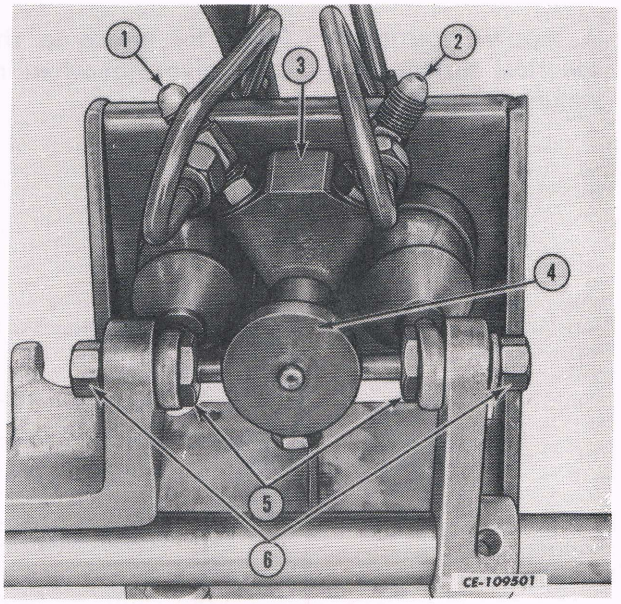
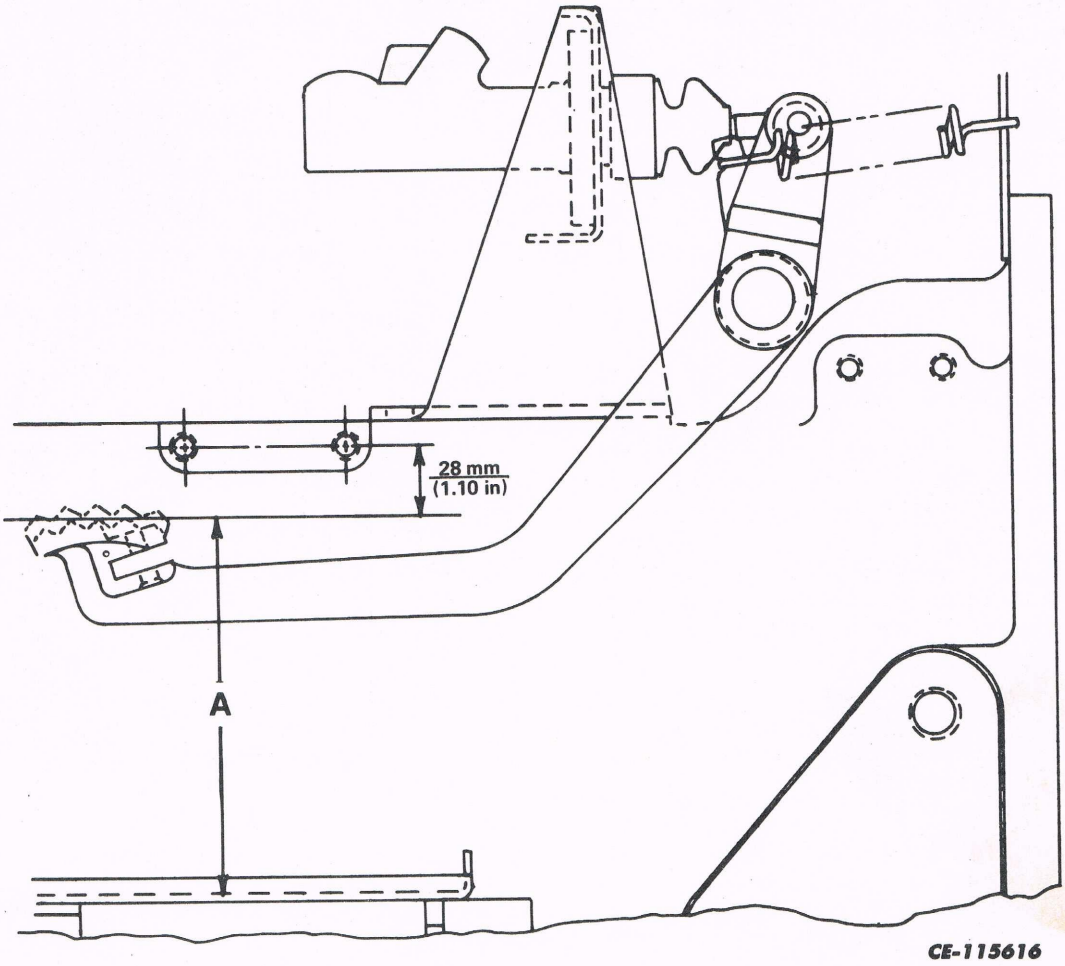

Fig. 9
Fig. 10
1. Each brake pedal has a special eccentric adjusting bolt (5, Fig. 9) for setting the brake pedal free height. These bolts work in conjunction with the equalizer valve assembly (3, Fig. 9). Loosen the lock nuts (6, Fig. 9) and rotate the eccentric bolts to obtain*140 mm (5.5 in) brake pedal free height (A), measured from the top of the brake pedal to the platform. See Fig. 10.
2. Apply a 45 Kg (100 lbs) load to the pedals. The following specifications should be met for the pedal height (A, Fig. 10):